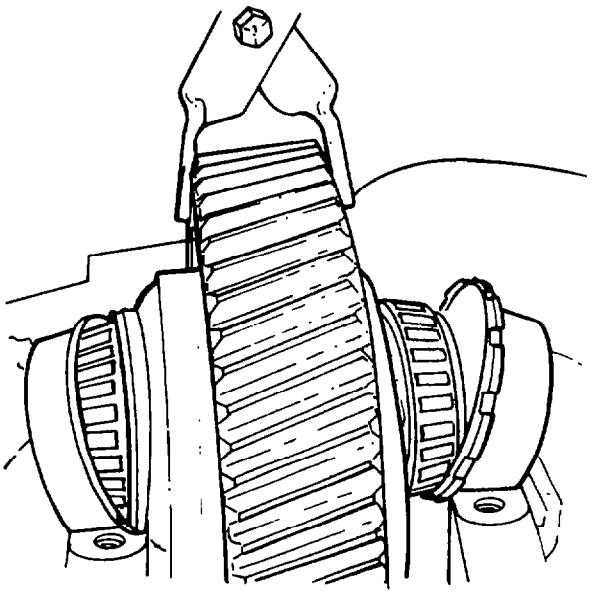

Fig. 335 — Installing Differential Assembly
m. Using suitable lifting equipment, install the differential assembly (see fig. 335). Ensure the bearing cups are properly seated on the bearing pedestals.